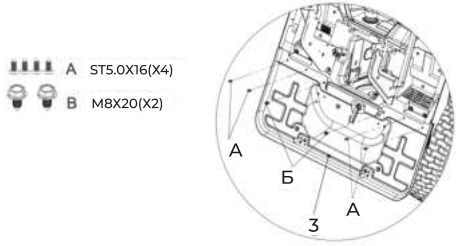

Рис. 8
6.7. Установка компонента II заднего экрана (рис. 8)